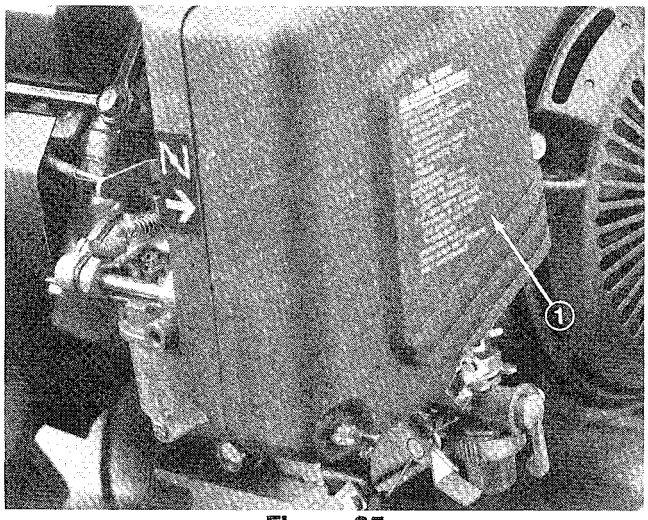

**Figure 25**
2. Remove wing nuts securing air cleaner cover to air cleaner and remove cover. Clean cover thoroughly (Fig. 25).